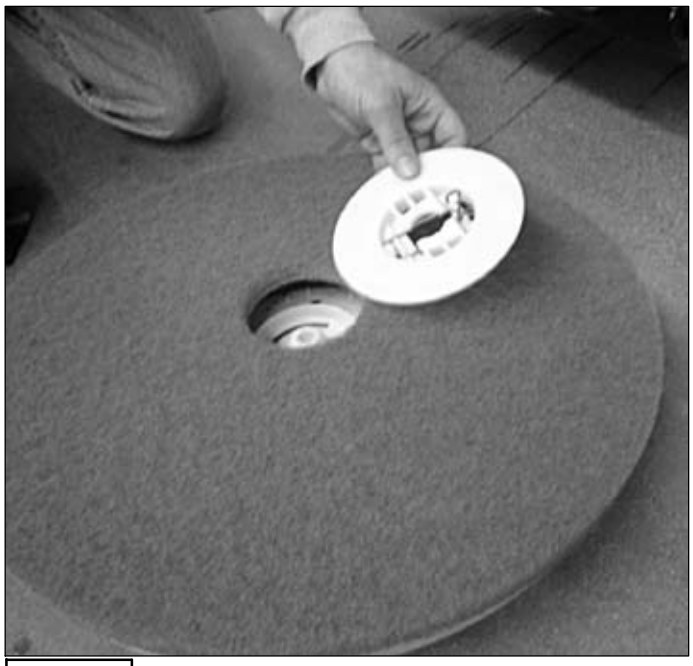

FIGURE 10.
5. *PAD INSTALATION:* ATTACH PADS TO PAD DRIVERS BEFOR CONNECTING DRIVERS TO MOTOR HUB. CENTER CLIP SHOULD CLICK TWICE. *(SEE FIGURE 10.)*